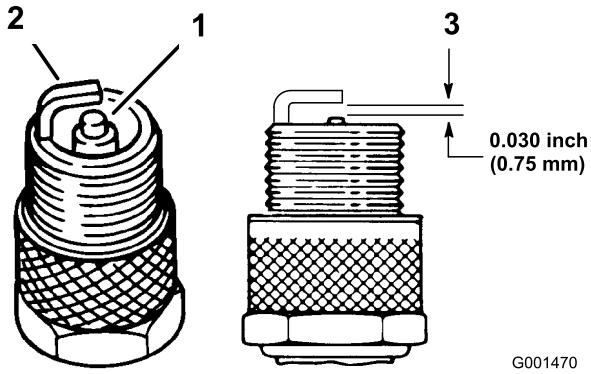

Figura 33
1. Mire la parte central de las bujías (Figura 33). Si se observa un color gris o marrón claro en el aislante, el motor está funcionando correctamente. Si el aislante aparece de color negro, significa que el limpiador de aire está sucio.
3. Compruebe la separación entre los electrodos central y lateral (Figura 33). Si la distancia no es correcta, doble el electrodo lateral (Figura 33).
3. Conecte los cables a las bujías (Figura 33).